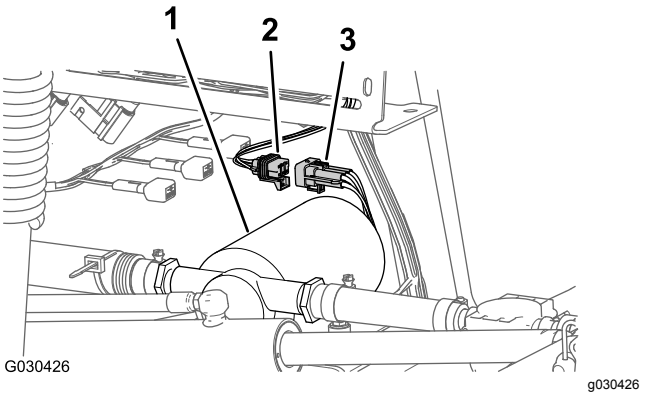

Figur 6
2. Koppla loss kontakten med sex stift på sköljpumpens kablage från kontakten med sex uttag på det bakre huvudkablaget (Figur 6).